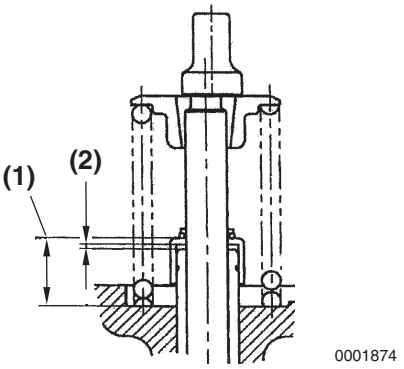

Figure 6-27
2. Measure the distance **(Figure 6-27, (1))** from the cylinder head to valve stem seal to ensure proper clearance **(Figure 6-27, (2))** between the valve guide and seal. *See valve stem seal projection specification on page 6-6.*